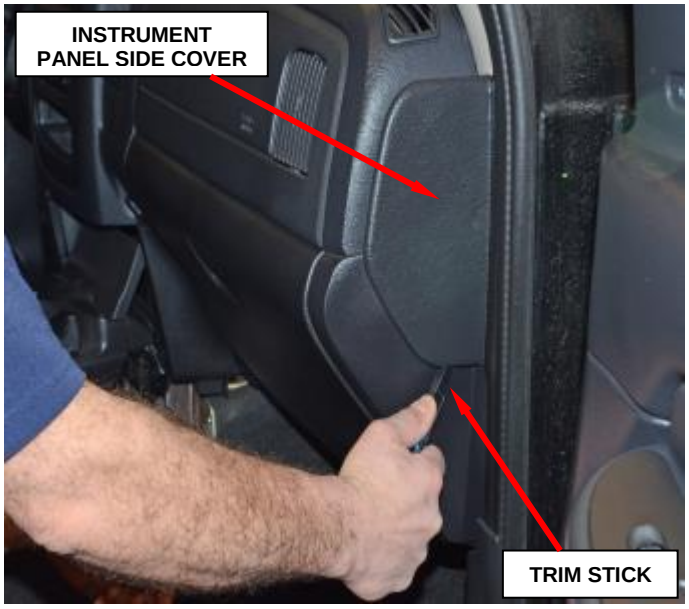

Figure 14 – Instrument Panel Side Cover
2. Using a trim stick, from the notch on the bottom, remove the right instrument panel side cover (Figure 14).